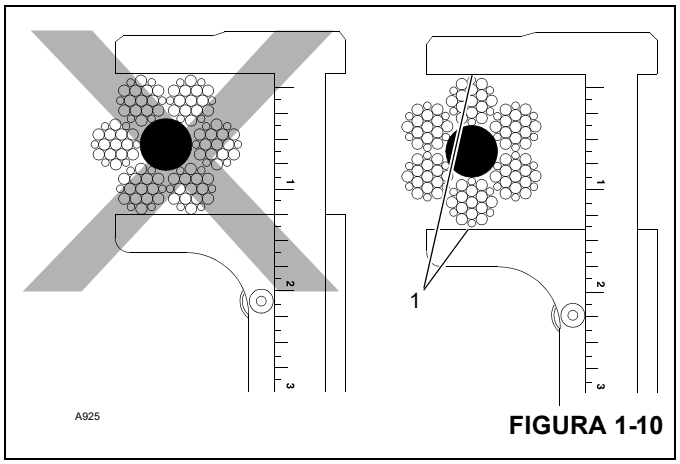

FIGURA 1-10
12. Mida el diámetro del cable entre las coronas (1) de las trenzas para determinar si el cable se ha dañado (Figura 1-10).